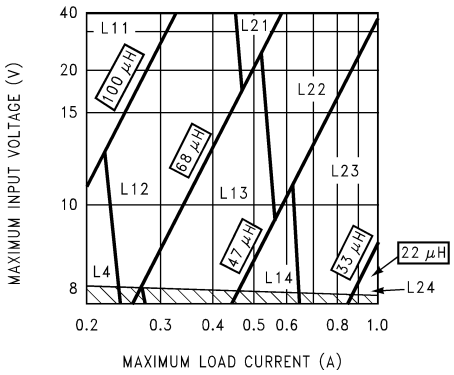
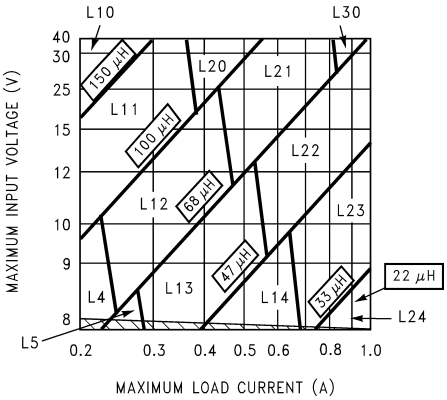
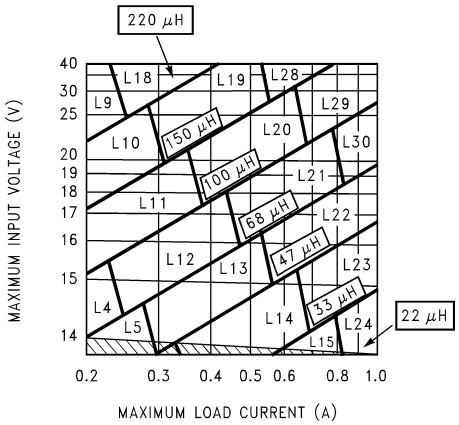

Figure 24. LM2672-3.3
Figure 25. LM2672-5.0
Figure 26. LM2672-12
1. Inductor Selection (L1) **A.** Select the correct inductor value selection guide from Figure 24 and Figure 25 or Figure 26 (output voltages of 3.3V, 5V, or 12V respectively). For all other voltages, see the design procedure for the adjustable version.	**1. Inductor Selection (L1)** **A.** Use the inductor selection guide for the 5V version shown in Figure 25.
B. From the inductor value selection guide, identify the inductance region intersected by the Maximum Input Voltage line and the Maximum Load Current line. Each region is identified by an inductance value and an inductor code (LXX).	**B.** From the inductor value selection guide shown in Figure 25, the inductance region intersected by the 12V horizontal line and the 1A vertical line is 33 µH, and the inductor code is L23.